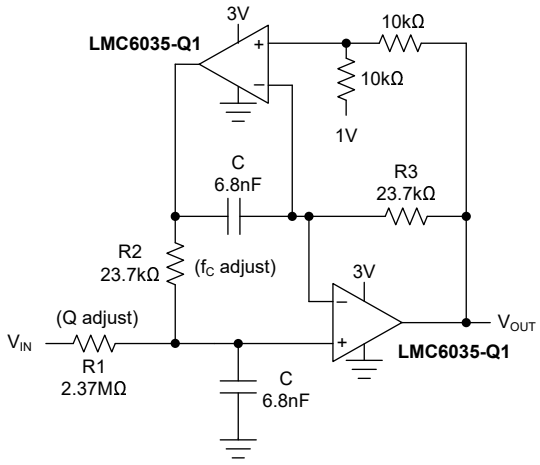

图 7-9. 有源 2 极带通滤波器 (1kHz)
双放大器带通 (DABP) 滤波器能够独立调整 f_c 和 Q。在大多数其他带通拓扑中，f_c 和 Q 的调整相互作用。DABP 滤波器还提供对元件值的低灵敏度和高 Q 值。图 7-9 的以下应用提供 1kHz 的中心频率和 100Q。
1. 首先选择一个中心频率 (f_c)。图 7-9 表示的元件值是在中心频率为 1kHz 时通过以下计算得出的。